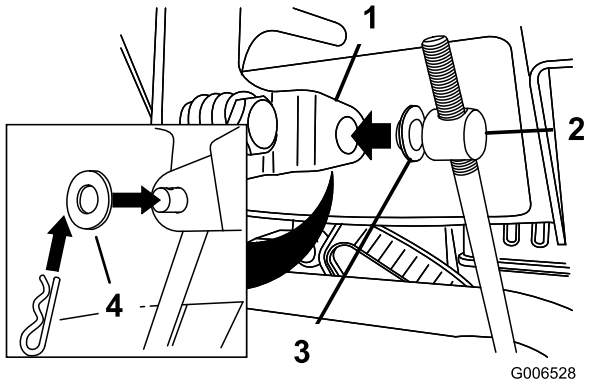

Figure 11
3. Remove the hairpin cotter and the outer washer from the trunnion on the upper end of the speed control rod (Figure 11).
Note: To make installation easier, leave the flat washer on the trunnion (Figure 11).
6. Lift up on the speed control rod and insert the trunnion into the hole in the speed selector lever (Figure 11).
B. Disconnect the trunnion from the speed selector lever (Figure 11).
C. Turn the trunnion downward (clockwise) on the speed control rod (Figure 11).
D. Connect the trunnion to the speed selector lever (Figure 11).
C. Turn the trunnion upward (counterclockwise) on the speed control rod (Figure 11).